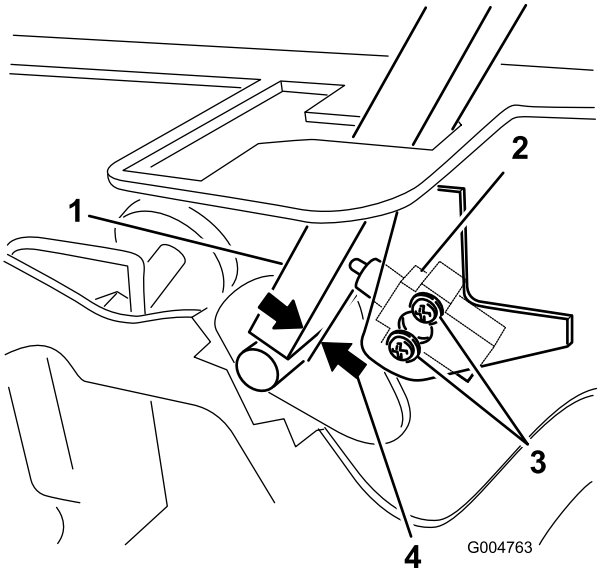

Figur 54
3. Løsn de 2 skruer, der fastgør sikkerhedskontakten (Figur 54).
4. Mens du holder håndtaget mod chassiset, skal du flytte kontakten over mod håndtaget, indtil afstanden mellem håndtaget og kontaktens hus er på 0,4 til 1 mm (Figur 54).